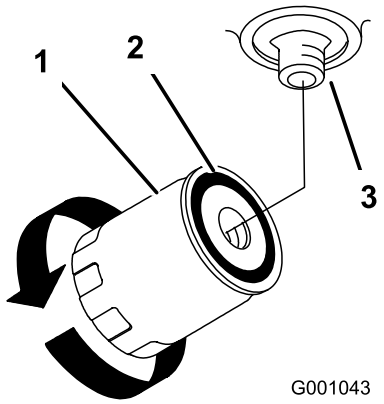

Figur 75
4. Fjern det brukte filteret, og tørk av filteradapterens pakningsflate til den er ren (Figur 75).
6. Monter det nye hydrauliske filteret på filteradapteren. Drei oljefilteret med urviserne til gummipakningen kommer i kontakt med filteradapteren. Trekk deretter til filteret ytterligere en 1/2 omdreining (Figur 75).